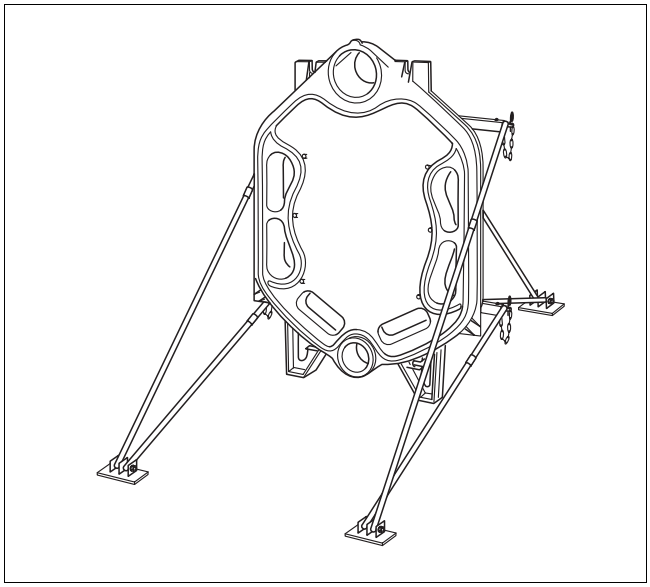

Bild 7 Hinterglied mit montiertem Montage-Set
- Die Kesselglieder mit der Montagehilfe (Zubehör) gegen Umkippen sichern. Zu erst das Hinterglied fest an der Montagehilfe verschrauben (→ Bild 7).
- Hinterglied aufstellen und mit der Montagehilfe gegen Umkippen sichern (→ siehe Bild 7 und separate Anleitung zur Montagehilfe).